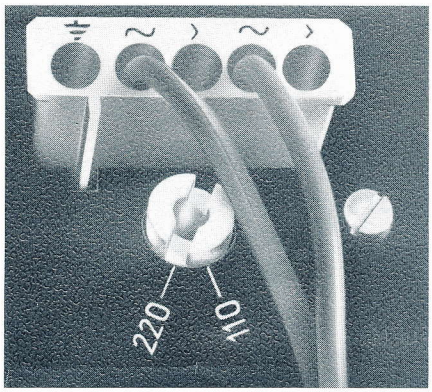

Fig. 2
B. Nr. 213 982; AMP-Nr. 160 565/1 (Fig. 2)